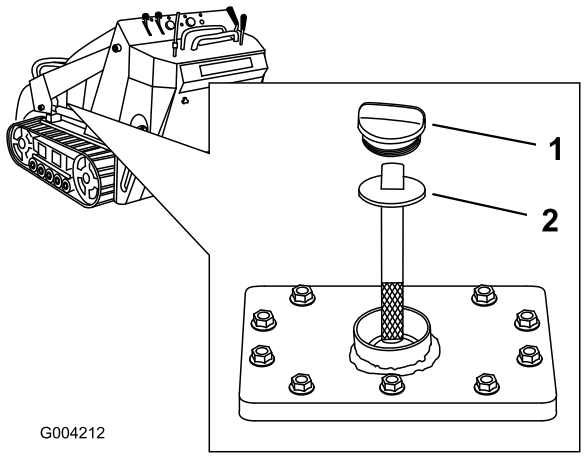

Figuur 54
5. Verwijder de dop van de hydraulische tank en de peilstok (Figuur 54).